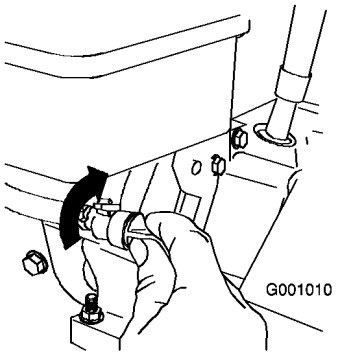

Figura 27
3. Girate la valvola d'intercettazione del carburante in senso orario per chiuderla (Figura 27).